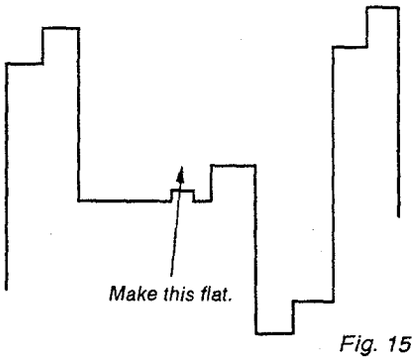

Fig. 15
6) Adjust PHASE NTSC 358 NOR so that the output waveform burst section is a straight line. (Fig. 15)
2) Adjust in the same manner as in 8-1 above, but adjust with [PHASE NTSC 358 ACC OFF]. (Fig. 15)